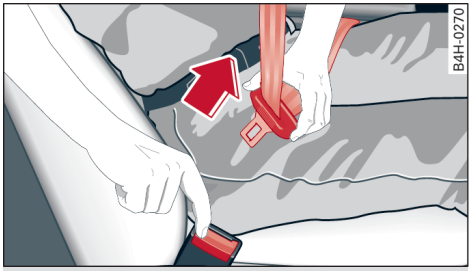

Fig. 44 The latch plate of the belt springs out of the buckle
- Press the red button in the seat belt buckle ⇨ *Fig. 44*. The latch plate is released and springs out.